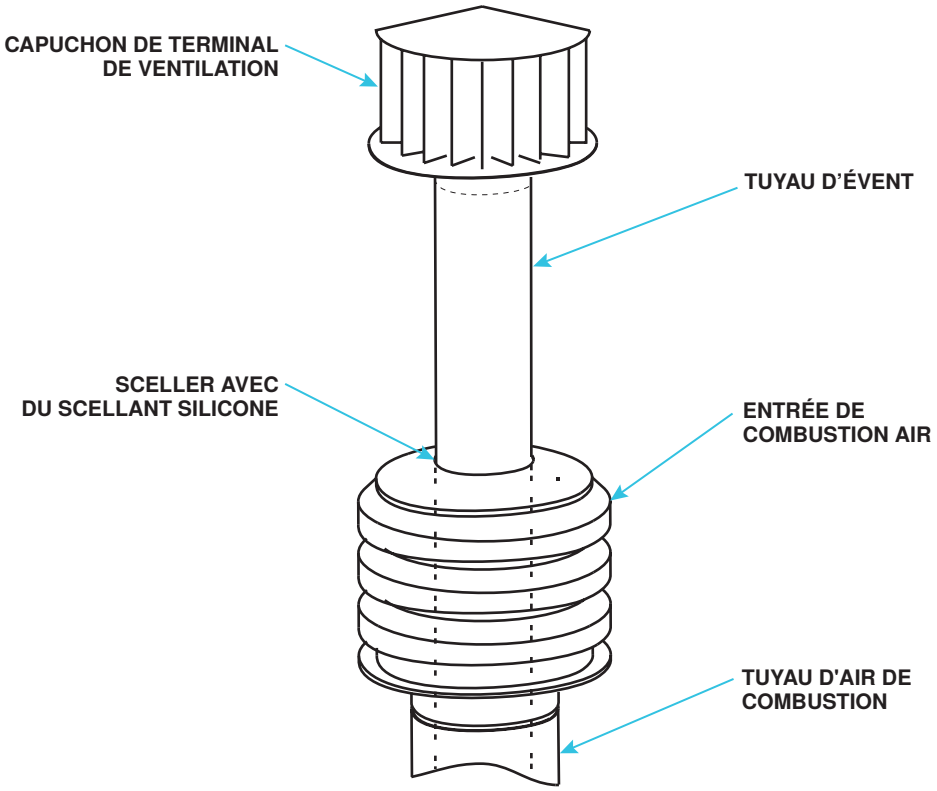

Figure 22. Installation de l'entrée d'air de combustion et du terminal d'évacuation
8. Installez l'entrée d'air de combustion (voir **Figure 22**):
9. Installez la terminaison d'échappement (voir **Figure 22**) conformément à la **Figure 11**.